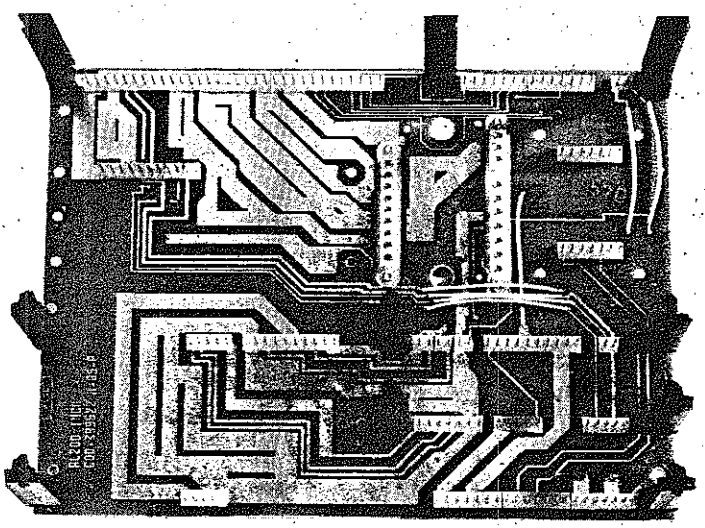

Fig. 10
- Estrarre la piastra INCA (fig. 10) e sostituirla.